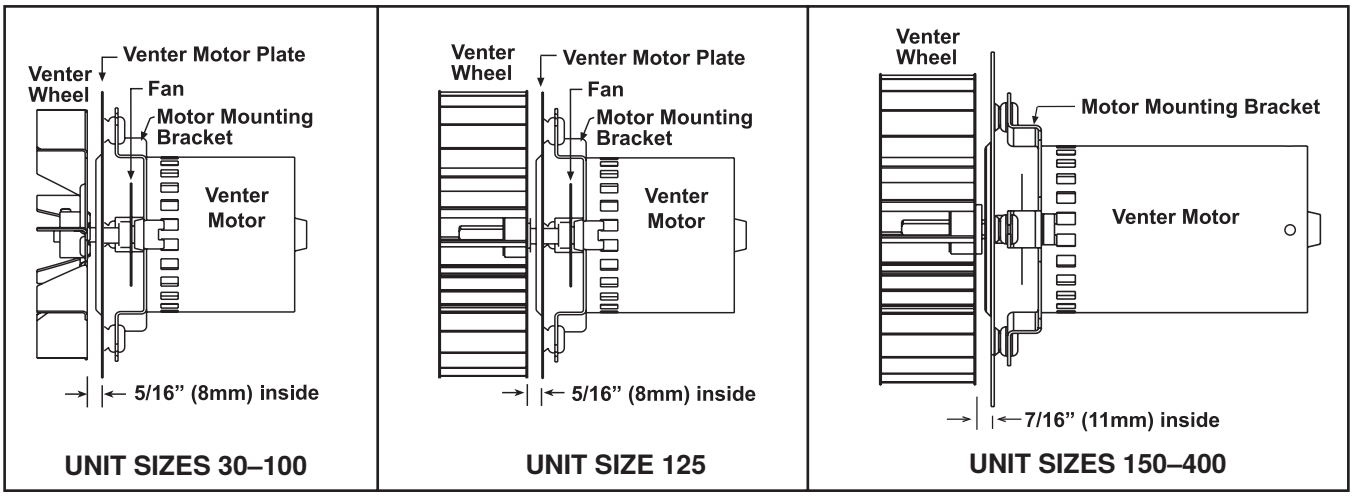

**Figure 25. Venter Wheel and Motor Assembly**
6. Reassemble with replacement venter motor and wheel. Ensure that venter wheel is properly positioned on shaft (see **Figure 25**).